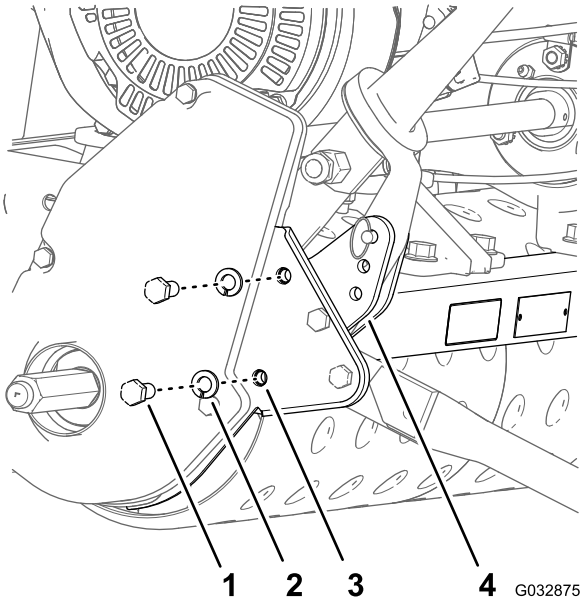

Рисунок 6
8. Выверните два болта (3/8 x 7/8 дюйма) и снимите две стопорные шайбы (3/8 дюйма), которые крепят левую пластину к наружной накладке задней рамы машины (Рисунок 6).